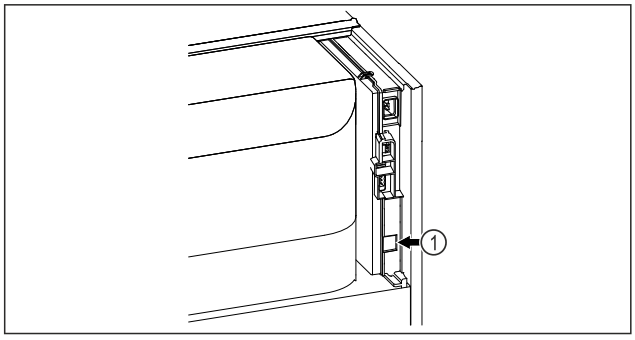

Fig. 89
❑ SmartModule *Fig. 89 (1)* este instalat.